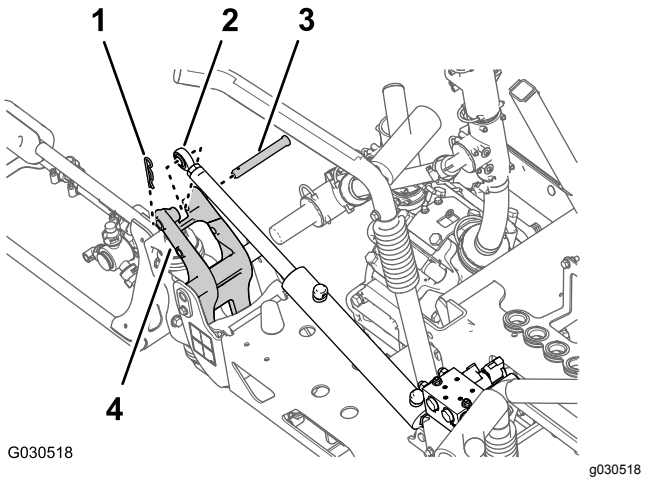

Figur 38
2. Fjern den låseclips og gaffelbolt, der fastgør stangenden af løftecylinderen til aksebeslaget (Figur 38).